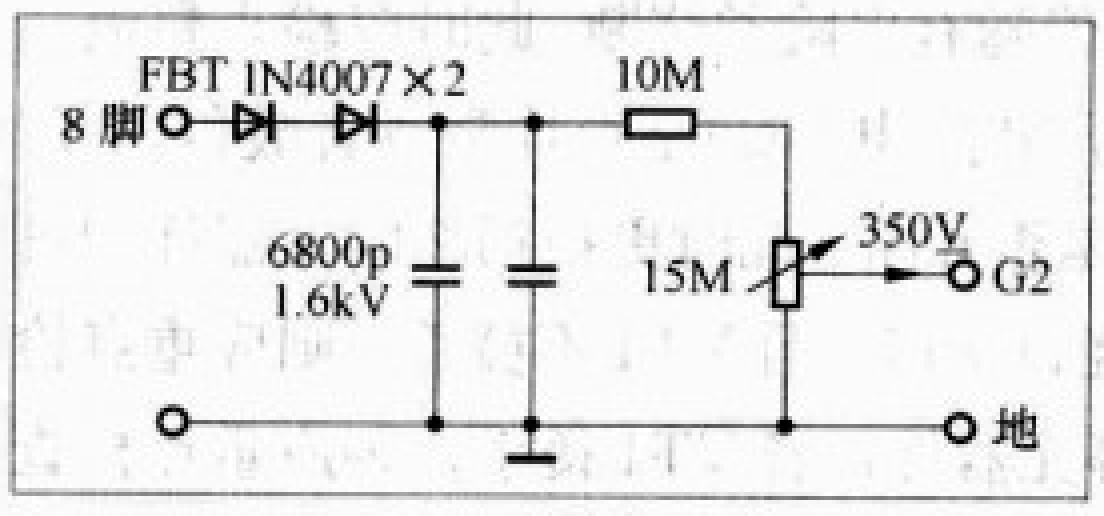
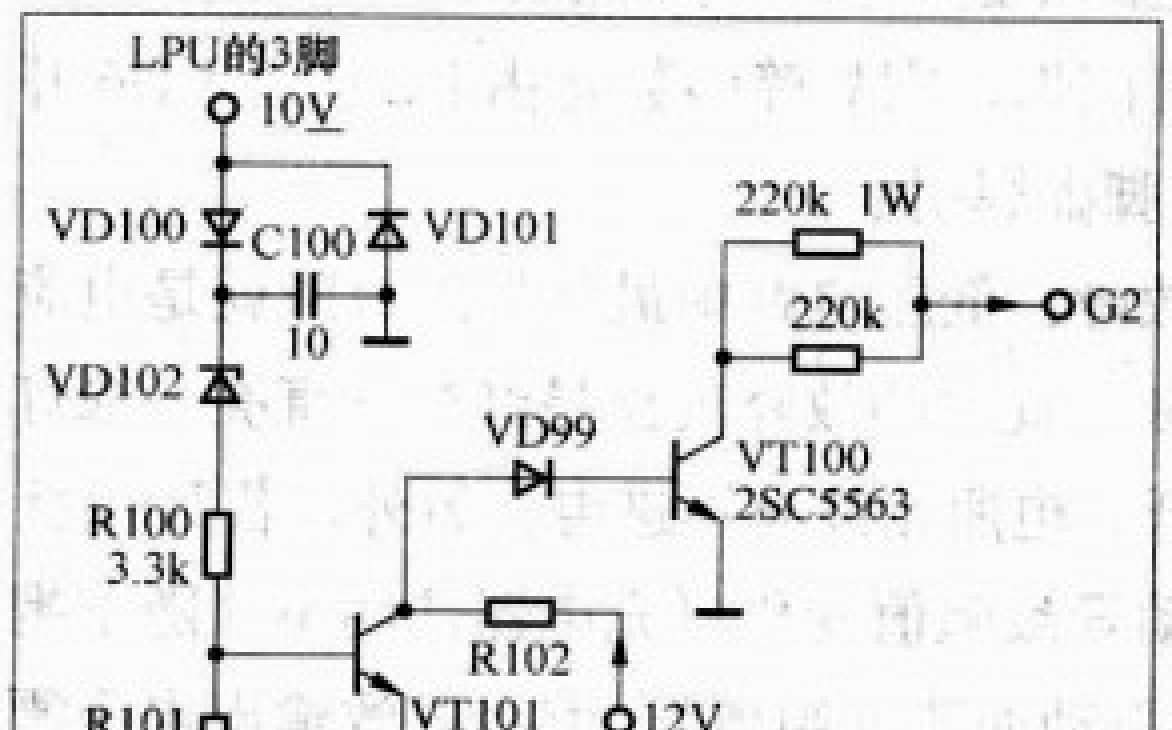

图1
图2
检修过程：根据上述现象，估计故障是由下列原因引起的：(1) +B电压过低或不稳，引起行输出变压器（FBT）输出的二次电压过低或不稳，导致无图像或图像亮度异常、闪动。(2) ABL电压升高到警戒线附近，引起亮度保护，出现黑屏。(3) 显像管尾板故障、管座漏电、显像管灯丝碰地。首先测量（用500型指针表）+B电压125V，正常、稳定；其次测量行高压包的8脚ABL电压，直流挡为9V，交流挡为16.5V，正常且稳定，没有超过直流挡15V；最后将故障范围缩小在显像管及尾板。测得显像管尾座管脚电压如附表所示，其中4、5、6、9脚的电压不正常，即，红极、绿极、蓝极的电压偏高，说明红极、绿极、蓝极均处于截止状态；加速极G2电压太低，正常时应该在350V左右。调节行输出变压器上的SCREEN电位器，最高只能调节到125V，与正常值相距甚远。鉴于行输出变压器难以购到，于是自己做了个350V的整流电路予以取代该电位器的作用，具体电路见图1。再测量G2电压，电压又衰减到140V，电视机仍然是黑屏，于是怀疑与G2相连的消亮点电路工作不正常，相关电路见图2。测得VT101的b极电压为0.6V（略低），在开机有信号状态时，此电压应该在0.65V~0.72V之间，说明VT101没有工作在饱和导通状态，而是工作在准放大状态，致使VT100的b极电压为0.7V（正常时应该低于0.1V），继续检查，测得XPC02插头3脚（LPU）为10V，正常，测得R100为3.8kΩ（标称值3.3kΩ）、R101为500Ω（标称值910Ω），R101明显变小，用两只510Ω的电阻串联取代R101，故障排除。